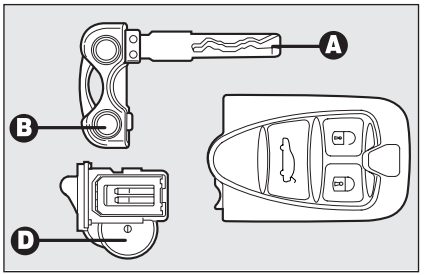

fig. 9
Para sustituir la pila **fig. 9** proceda como sigue:
- ❒ retire la pila **D-fig. 9** del portapilas memorizando la posición de las polaridades (en la posición ilustrada, el polo positivo debe estar dirigido hacia abajo);